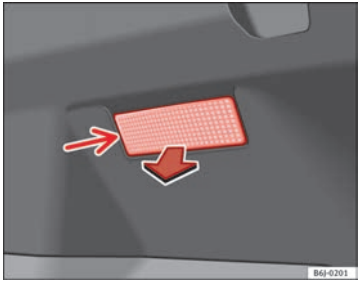

Fig. 166 Luggage compartment light
– Extract the tulip shaped fitting by pressing on the inside edge of this -arrow- using the flat side of a screwdriver ⇒ fig. 166.